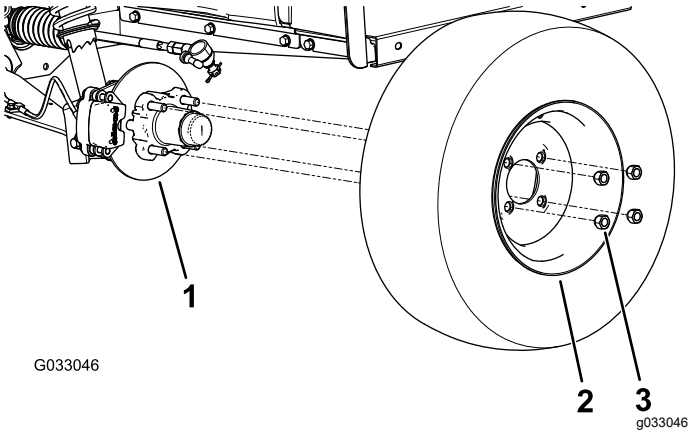

Bild 29
2. Nehmen Sie die vier Radmuttern ab, mit denen das Rad an der Radnabe befestigt ist (Bild 29).
4. Fluchten Sie die Löcher im Rad mit den Bolzen der Nabe aus und montieren das Rad so an der Nabe, dass das Reifenventil außen ist (Bild 29).
5. Befestigen Sie das Rad mit den Radmuttern an der Nabe (Bild 29).